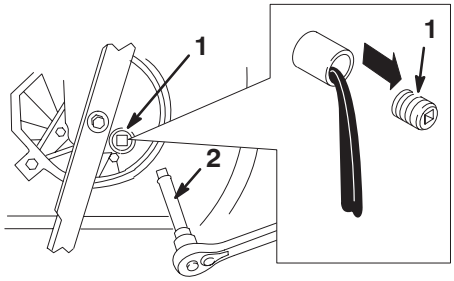

Bild 21
5. Entfernen Sie die Ölablassschraube und stellen den Rasenmäher wieder in seine Betriebsstellung. Lassen Sie dann das Öl in die Auffangwanne ablaufen (Bild 21).